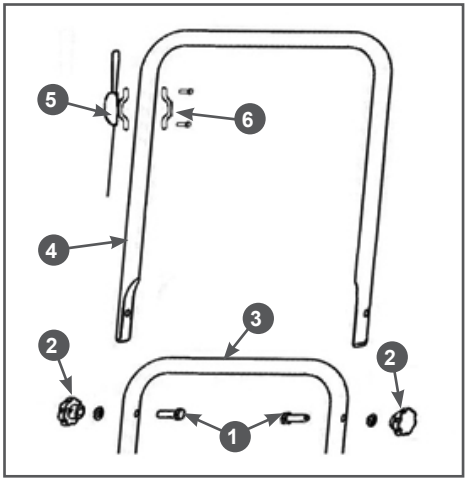

Рис. 2 Установка рабочей рукоятки
1. Совместите отверстия в нижней части 3 и верхней части 4 рабочей рукоятки и вставьте с внутренней стороны рукоятки в эти отверстия болты 1 (Рис. 2).
2. С внешней стороны установите плоские шайбы и закрутите барашковые гайки 2 до упора (Рис. 2).
3. Установите рычаг газа 5 с тросом на рабочую рукоятку и закрепите его с помощью скобы крепления 6 и крепежа (Рис. 2).